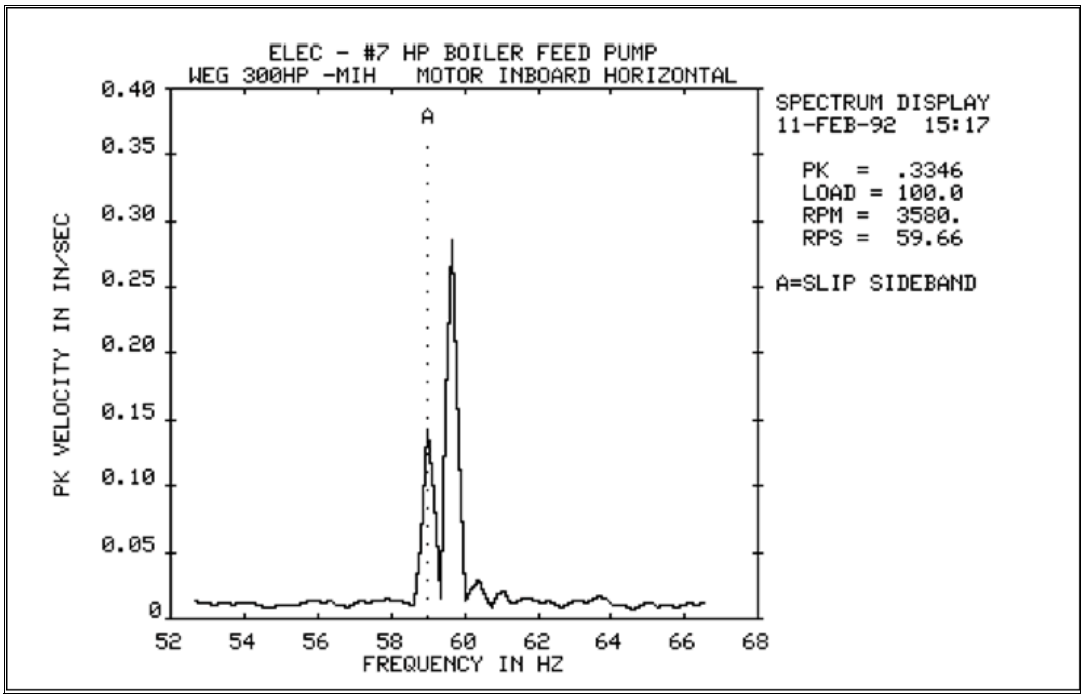

Figure 20
The presence of poles x slip frequency sidebands are good indications of rotor bar problems. (See Figure 20.) Current measurement analysis may help verify a rotor bar defect. The motor shop inspected this rotor and discovered five (5) open bars.